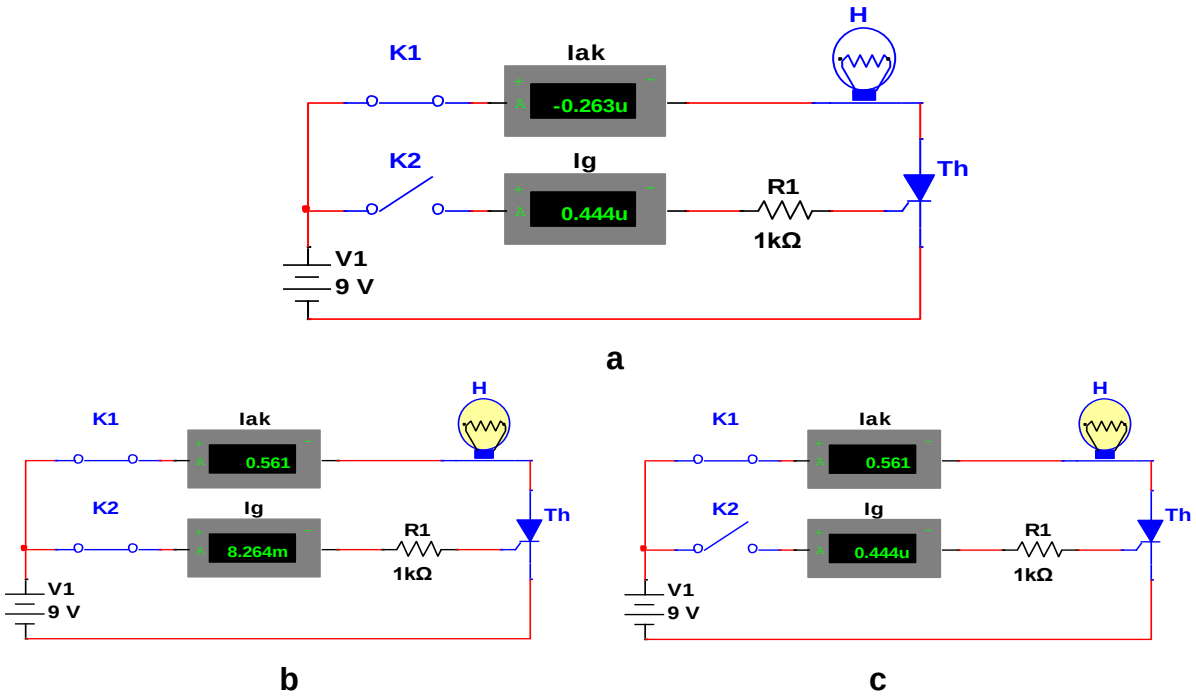

Figura 9.7 Simularea verificării tiristorului în circuit
1. Se realizează cu simulatorul schema din **figura 9.7. a**;
3. Se simulează **închiderea** întrerupătorului **K2** (**figura 9.7 b**) și se observă că tiristorul intră în **conducție** (lampa H luminează). Curentul din grila tiristorului **Ig** crește la 8,2 mA iar prin tiristor circulă de la Anod la Catod un curent de 0,5 A;
4. Se simulează **deschiderea** întrerupătorului **K2** (**figura 9.7 c**) și se observă că tiristorul rămâne în conducție (lampa H luminează) cu toate că prin grila tiristorului nu mai circulă curent;